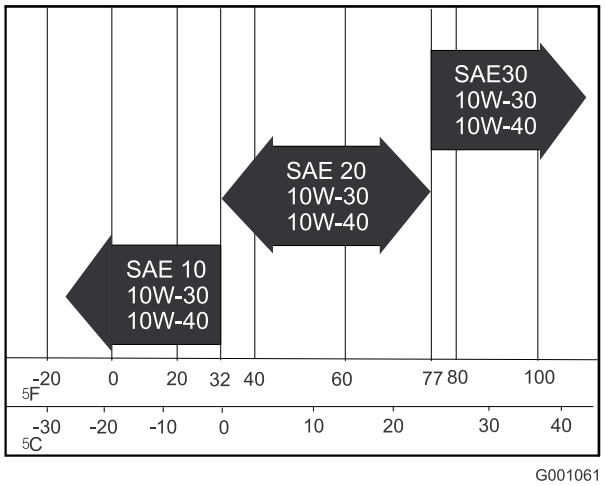

**Figur 43**
**Motoroljeviskositet:** Velg en motoroljeviskositet i henhold til lufttemperaturen i omgivelsene i henhold til tabellen i Figur 43.